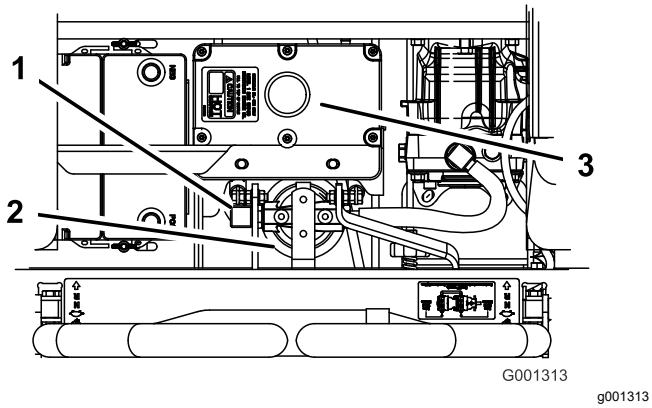

Figuur 96
4. Verwijder de rechter hydraulische leiding die naar het tussenstuk gaat (Figuur 96).
6. Monteer de rechter hydraulische leiding op het tussenstuk (Figuur 96).
7. Smeer een dun laagje hydraulische vloeistof op de rubberen pakking van het nieuwe filter (Figuur 96).
9. Vul de hydraulische tank met hydraulische vloeistof totdat de vloeistof over het filter stroomt. Draai vervolgens het vloeistoffilter rechtsom totdat de rubberen pakking contact maakt met het filtertussenstuk. Draai het filter daarna met de hand nog een extra ½ slag vast (Figuur 96).